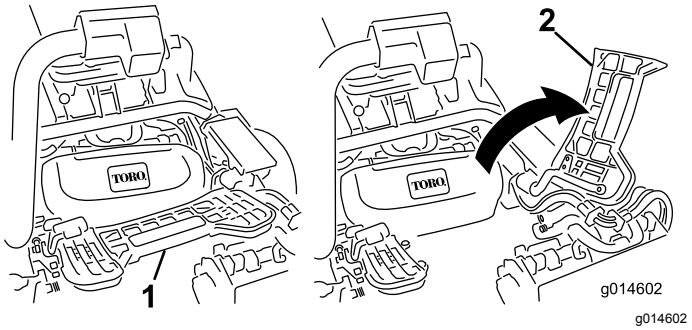

Rysunek 50
2. Unieś podnóżek i odchyl go do pozycji otwartej w celu uzyskania dostępu do centralnego zespołu tnącego (Rysunek 50).